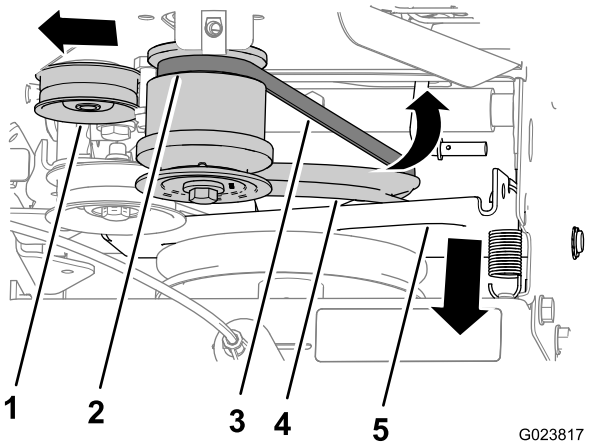

Bild 42
4. Drehen Sie die Fahrantriebshalterung und die Antriebsriemenscheibe nach vorne (Bild 42).
5. Ziehen Sie die Spannscheibe nach außen (Bild 42).
7. Schieben Sie den Treibriemen von der hinteren Rille der Motoriemenscheibe und nehmen den Riemen von der Maschine (Bild 42).
2. Fluchten Sie den Riemen in der Rille unten an der Riemenscheibe des Fahrantriebs aus (Bild 42).
3. Ziehen Sie die Spannscheibe nach außen (Bild 42).
4. Fluchten Sie den Riemen in der hinteren Rille der Motorriemenscheibe aus (Bild 42).